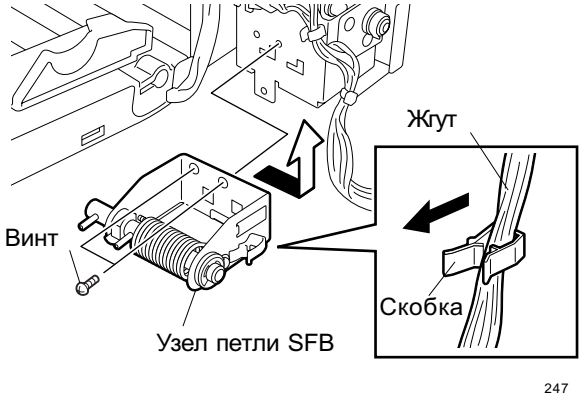

Fig. 6-4
3. Снимите узел петли SFB. (см. Fig. 6-4)